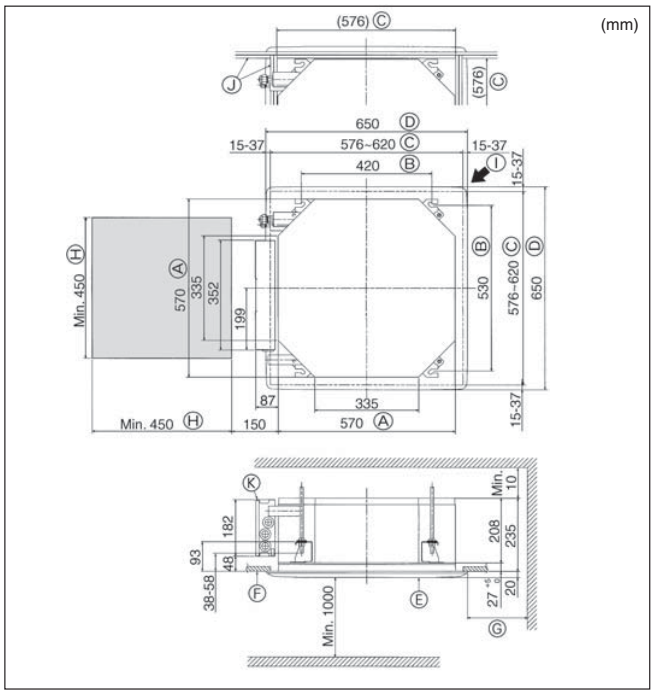

Fig. 4-2
4.2. Lage der Öffnungen in der Decke und der Befestigungsschrauben für die Aufhängung (Fig. 4-2)